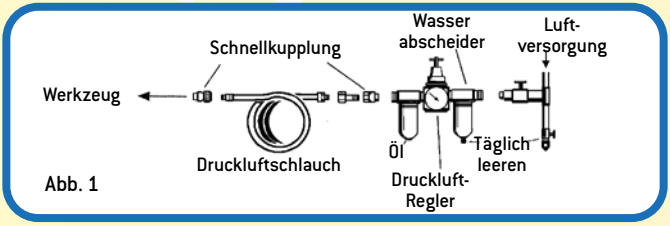

Abb. 1
3.1.4 Reinigen Sie den Luftfilter des Lufteinlasses wöchentlich. Empfohlene Aufstellung siehe Abb. 1.